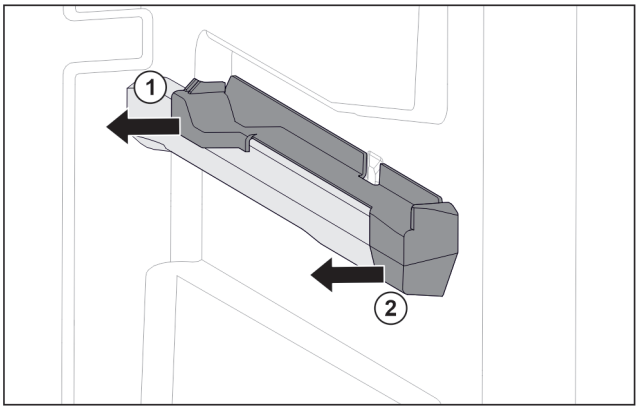

Fig. 194 Felhúzható elem a jobb oldali tartóbordán
▶ Oldalra húzza le a felhúzható elemet. *Fig. 194 (1)*
▶ Húzza előrefelé a felhúzható elemet. *Fig. 194 (2)*